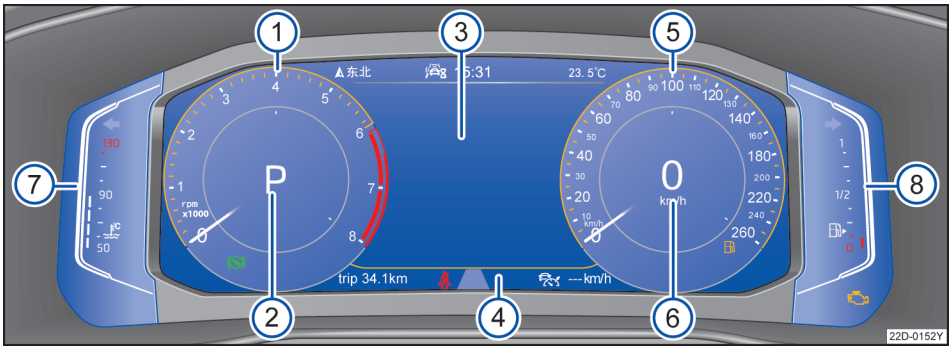

图 12 数字组合仪表
关于数字组合仪表的解释 → 图 12
视汽车装备而定，在显示屏→ 图 12 ③中可以显示不同的信息：